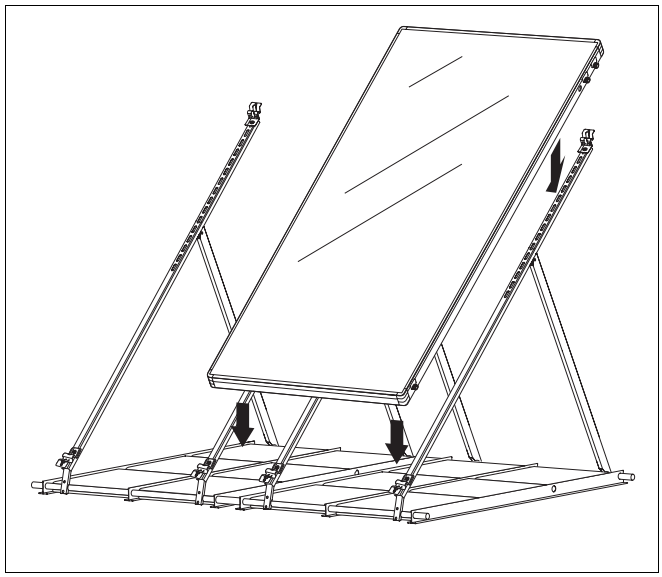

Afb. 55 Eerste collector plaatsen
- Leg de eerste collector (afb. 55) in het midden van de bak, gevormd door de voorgemonteerde collectorhouders.